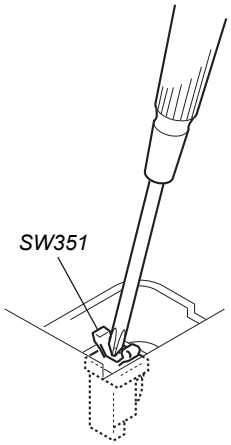

Fig. 1. Method to push the SW351
2. Push the SW351 as shown in Fig.1.